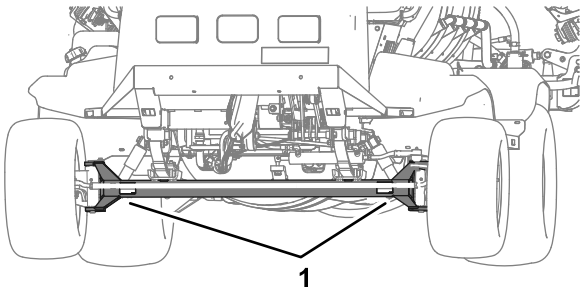
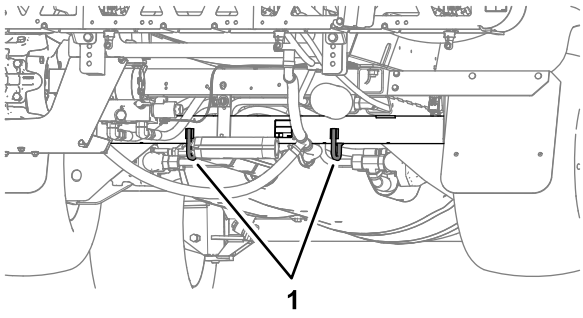

図 53
図 54
- 本機をトラックなどに載せて確実に固定する図 53と図 54に示すロープ掛けポイントを利用する。